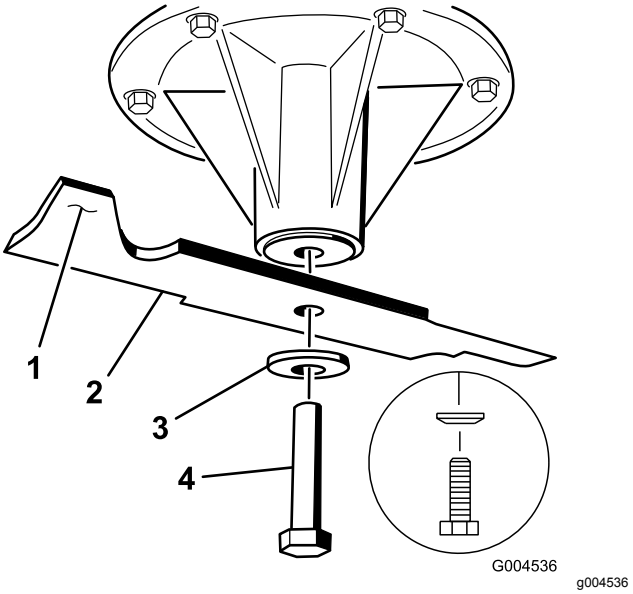
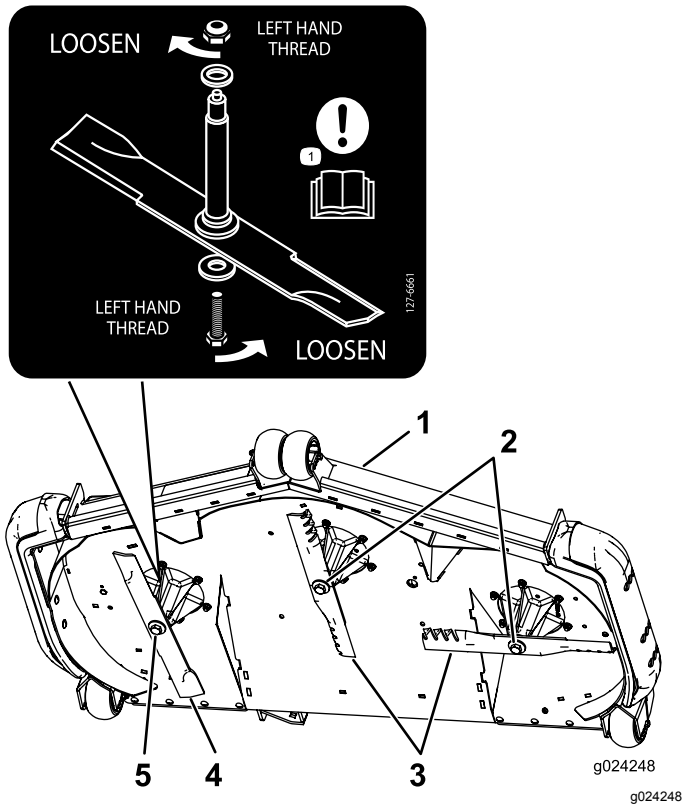

Figur 115
Figur 116
2. Fjern den venstre og midterste skæreknivsbolt, den buede skive og skærekniven fra spindelakslen (Figur 115).
3. Fjern den højre skæreknivsbolt (bolt med venstregevind), den buede skive og skærekniven fra spindelakslen (Figur 115).
Bemærk: Bid mærke i skæreknivens type, og hvor hver skærekniv monteres. Se Figur 116 for at få vist den korrekte placering.
Vigtigt: **Den højre skærekniv på dette plæneklipperskjold er modsat roterende og bruger en knivbolt med venstregevind. Brug Figur 116 for at se den korrekte placering af skæreknivene.**
1. Monter de venstre og midterste skæreknive, de buede skiver og knivboltene på spindelakslerne (Figur 115 og Figur 116).
Bemærk: Monter den buede skives konus mod boltens hoved (Figur 115).
2. Monter den højre skærekniv, den buede skive og knivbolten (bolt med venstregevind) på spindelakslen (Figur 115 og Figur 116).